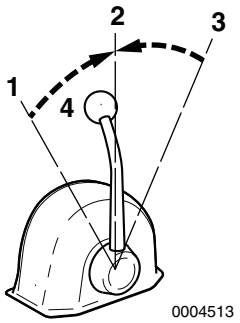

Figure 2
Use the throttle handle **(Figure 2, (4))** to control acceleration and deceleration. Move the handle slowly.
2. When moving the handle between FORWARD **(Figure 2, (1 or 3))** and REVERSE **(Figure 2, (3 or 1))**, bring the handle to NEUTRAL **(Figure 2, (2))** and pause before slowly shifting to the desired position. Never shift abruptly from FORWARD to REVERSE or vice versa.